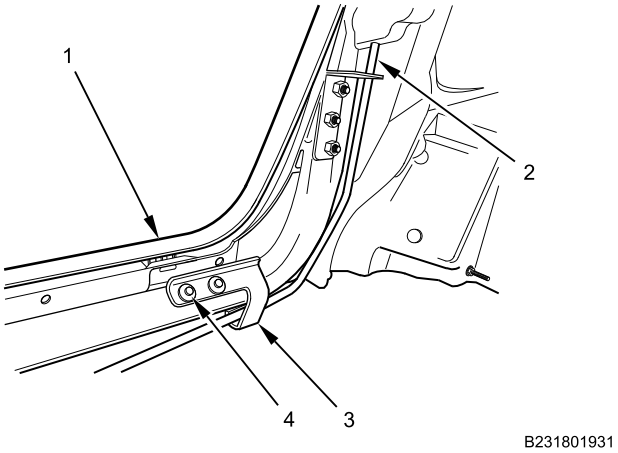

Figure 11. Torsion Assist Bar and Bracket.
10. Remove two bolts (Figure 11, Item 4), bracket (Figure 11, Item 3), and hood torsion assist bar (Figure 11, Item 2) from each side of hood (Figure 11, Item 1).